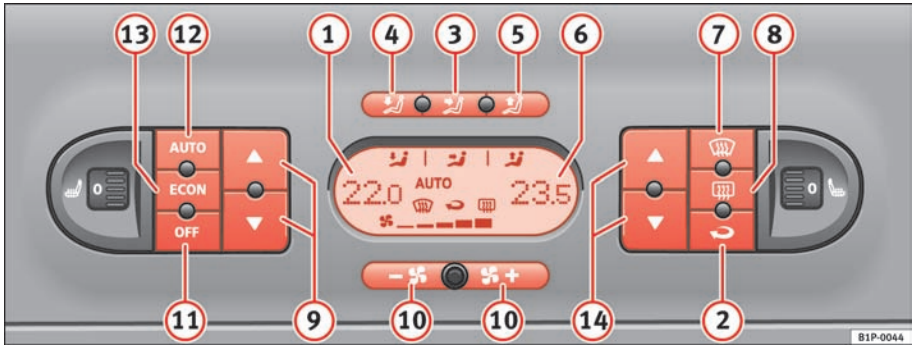

Fig. 112 On the dash panel: 2C Climatronic controls
– To enter manual mode, press one of the buttons ⇒ fig. 112 (3) to (5), ECON or press the air flow control (10). The symbol AUTO will disappear from the display. ▶
– Press the button ⇒ page 149, fig. 112 (2) to switch air recirculation mode on or off. It is switched on if the following symbol appears in the display .